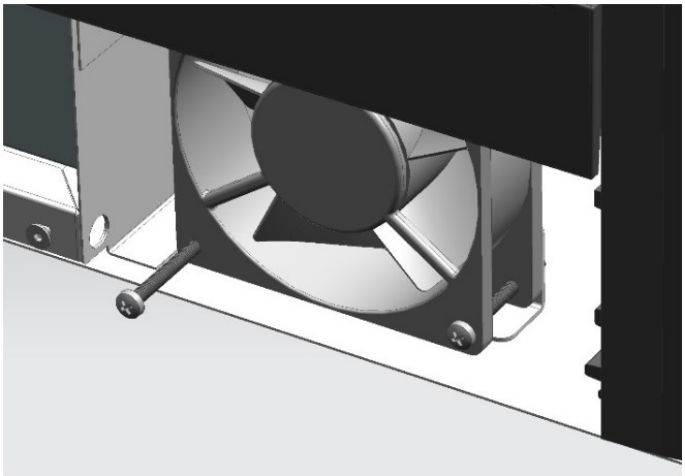

FIG. 6
2. Solte os parafusos que fixam as ventoinhas (Fig. 6)